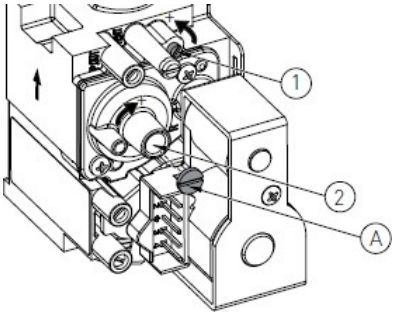

Рисунок 6.4
после чего проверьте, соответствует ли значение CO_2 тому, что приведено в главе «Технические характеристики», в противном случае открутите защитный винт «A» и отрегулируйте при помощи ключа шестигранника на 4 винт «2» регулятора смещения ***(Рисунок 6.4)*** *. Для того чтобы увеличить значение CO_2, необходимо вращать винт по часовой стрелке, а чтобы его уменьшить – против часовой стрелки. После завершения регулировки закрутите защитный винт «A» на регуляторе смещения.*
*• Проверьте, соответствует ли значение CO_2 тому, что приведено в главе «Технические характеристики», в противном случае отрегулируйте винт «1» регулятора подачи газа **(Рисунок 6.4)**. Для того чтобы увеличить значение CO_2, необходимо вращать винт против часовой стрелки, а чтобы его уменьшить – по часовой стрелке.*